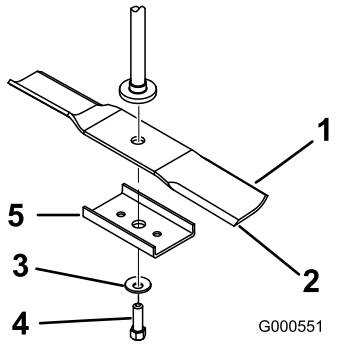

**Figur 56**
Hold knivenden ved hjelp av en fille eller en tykk hanske. Fjern knivbolten, bueskiven, knivoppstrammeren og kniven fra spindelakselen (Figur 56).
1. Monter kniven på spindelakselen (Figur 56).
2. Monter kniven, holderen, bueskiven (den hule siden skal vende mot kniven) og knivbolten (Figur 56).